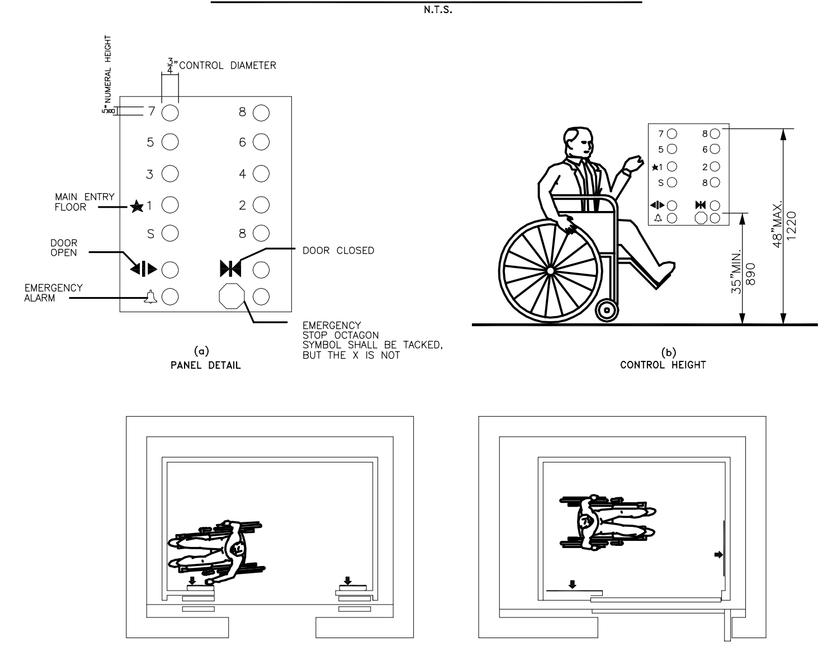

FIG. 23
(1) BUTTONS. ALL CONTROL BUTTONS SHALL BE AT LEAST 3/4" (19mm) IN THEIR SMALLEST DIMENSION. THEY SHALL BE RAISED OR FLUSH.
(2) TACTILE, BRAILLE, AND VISUAL CONTROL INDICATORS. ALL CONTROL BUTTONS SHALL BE DESIGNATED BY BRAILLE AND BY RAISED STANDARD ALPHABET CHARACTERS FOR LETTERS, STANDARD ARABIC CHARACTERS FOR NUMERALS, OR STANDARD SYMBOLS. THE CALL BUTTONS AND AS REQUIRED IN ASME A17.1-1990. RAISED AND BRAILLE CHARACTERS AND SYMBOLS SHALL COMPLY WITH 4.30. THE CALL BUTTON FOR THE MAIN ENTRY FLOOR SHALL BE DESIGNATED BY A RAISED STAR AT THE LEFT OF THE FLOOR DESIGNATION (SEE FIG. 23(a)). ALL RAISED DESIGNATIONS FOR CONTROL BUTTONS SHALL BE PLACED IMMEDIATELY TO THE LEFT OF THE BUTTON TO WHICH THEY APPLY. APPLIED PLATES, PERMANENTLY ATTACHED, ARE AN ACCEPTABLE MEANS TO PROVIDE RAISED CONTROL DESIGNATIONS. FLOOR BUTTONS SHALL BE PROVIDED WITH VISUAL INDICATORS TO SHOW WHEN EACH CALL IS REGISTERED. THE VISUAL INDICATORS SHALL BE EXTINGUISHED WHEN EACH CALL IS ANSWERED.
(3) HEIGHT. ALL FLOOR BUTTONS SHALL BE NO HIGHER THAN 54" (1370mm) ABOVE THE FINISH FLOOR FOR SIDE APPROACH AND 48" (1220mm) FOR FRONT APPROACH. EMERGENCY CONTROLS, INCLUDING ALARM AND EMERGENCY STOP, SHALL BE GROUPED AT THE BOTTOM OF THE PANEL. SHALL BE NO HIGHER THAN 35" (890mm) ABOVE THE FINISH FLOOR (SEE FIG. 23(a) & (b)).
(4) LOCATION. CONTROLS SHALL BE LOCATED ON A FRONT WALL IF CARS HAVE CENTER OPENING DOORS, AND AT THE SIDE WALL OR AT THE FRONT WALL NEXT TO THE DOOR IF CARS HAVE SIDE OPENING DOORS (SEE FIG. 23(c) & (d)).